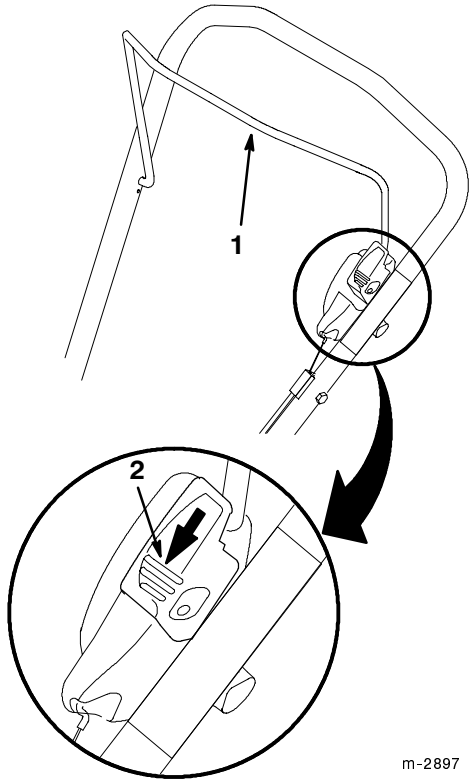

Abbildung 17
3. Den Fahrantriebshebel zur Griffstange ziehen und gleichzeitig den Schieber des Hebels herunterschieben (Abb. 17).